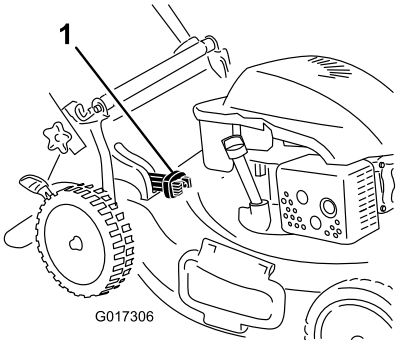

Figura 20
- Para ensacar los recortes de hierba y hojas, presione hacia dentro el botón de la palanca de ensacado a demanda y mueva la palanca hacia delante hasta que salga el botón de la palanca (Figura 20).